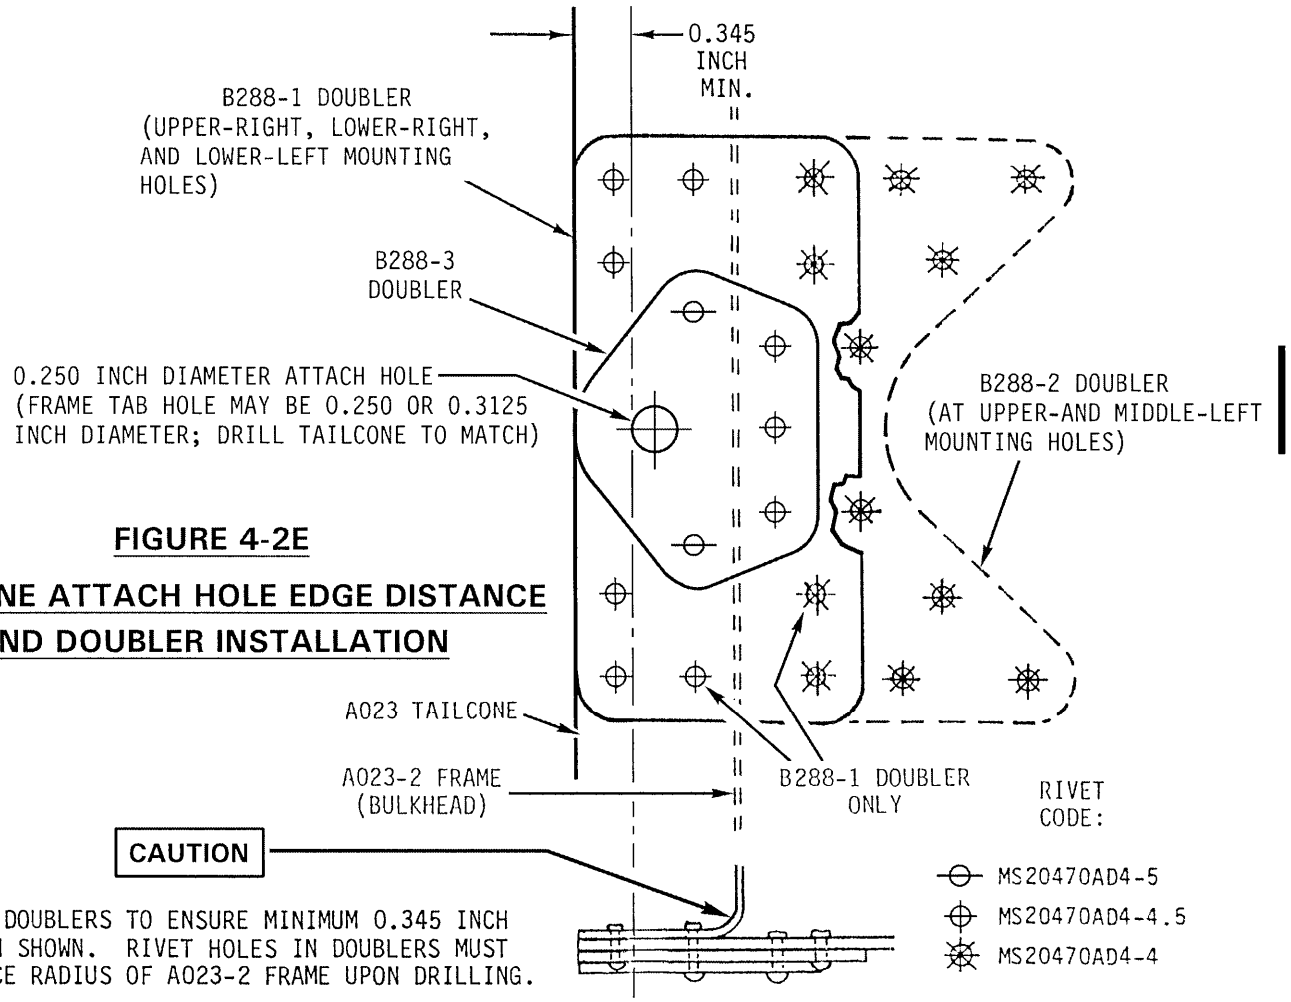

FIGURE 4-2E
4. Deburr drilled holes in tailcone. Refer to Figure 4-2E and accompanying "CAUTION" statement. Center B288-1 or -2 doublers over each tailcone mounting hole and flush with tailcone forward edge. Mark doublers from inside tailcone for drilling 0.250 inch diameter hole.
5. Refer to Figure 4-2E. Drill B288-1 or -2 doubler with a 0.250 inch diameter twist drill at spot marked in step 4. Deburr hole and secure doubler to tailcone with a NAS1304-3 bolt. Drill through existing pilot holes in doubler with a #30 drill bit and secure with clecos.
6. Refer to Figure 4-2E and its accompaying "CAUTION" statement. Remove NAS1304-3 bolts. Place B288-3 doubler on top of B288-1 or -2 and flush with tailcone forward edge. Mark B288-3 doubler from inside tailcone for drilling 0.250 inch diameter hole. Drill B288-3 doubler with 0.250 inch diameter twist drill and deburr. Install B288-3 doubler atop B288-1 or -2 doubler and secure with NAS1304-3 bolt. Drill through existing pilot holes with a #30 drill bit.